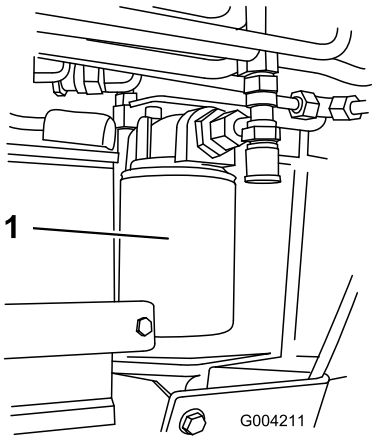

Figuur 58
4. Plaats een opvangbak onder het filter (Figuur 58).
5. Verwijder het oude filter (Figuur 58) en veeg het oppervlak van de pakking van het filtertussenstuk schoon.
7. Monteer het nieuwe hydraulische filter op het filtertussenstuk (Figuur 58). Draai het filter rechtsom totdat de rubberen pakking contact maakt met het filtertussenstuk. Draai het filter vervolgens nog eens 3/4 slag.